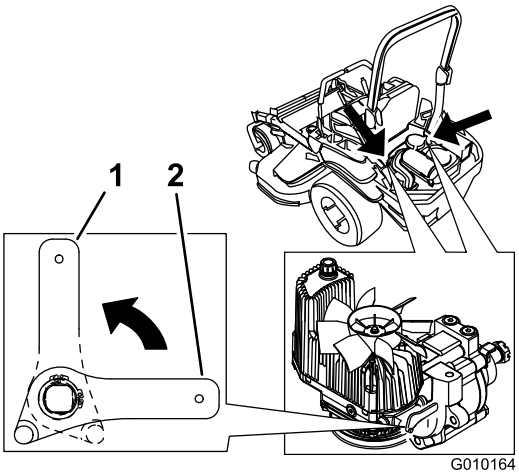

Figur 36
2. Vrid utlösningsventilspakarna vertikalt för att skjuta på maskinen. Hydrauloljan kan då passera förbi pumpen så att hjulen kan rotera (Figur 36).
4. Vrid utlösningsventilspakarna horisontellt för att köra maskinen (Figur 36).